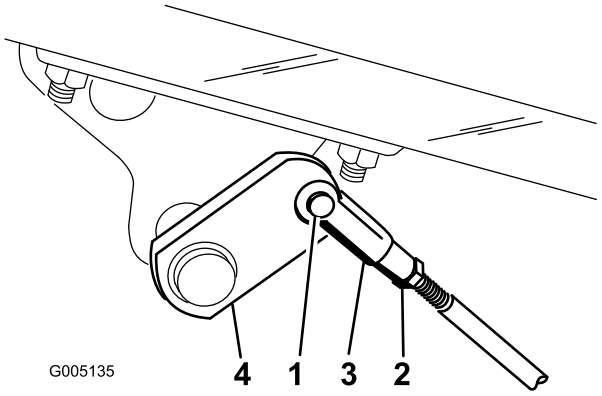

Figur 55
2. Koppla bort bromsstängerna genom att ta bort saxpinnen och sprintbulten om bromsarna inte låser sig lika mycket (Figur 55).
3. Lossa kontramuttern och justera sprinten (Figur 55).
4. Montera sprinten på bromsaxeln (Figur 55).